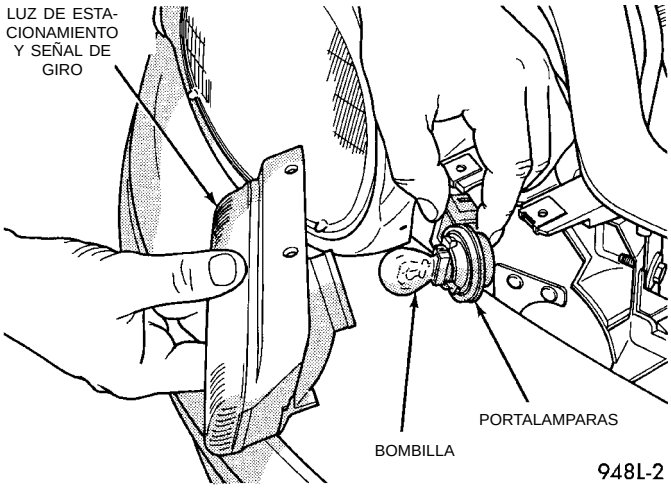

Fig. 3 Bombilla de luz de estacionamiento y señal de giro
(1) Desenganche el pestillo del capó y abra el capó.
(2) Retire los tornillos que sostienen la luz de estacionamiento y de señal de giro en el módulo de faros.
(3) Separe la luz del módulo.
(4) Retire el portalámparas de la parte posterior de la luz.
(5) Extraiga la bombilla del portalámparas (Fig. 3).